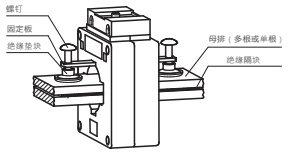
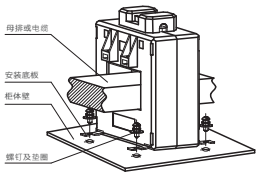

图19 母排固定式
图22 底板安装式
7.1 互感器的安装场所及方式符合第3条规定及图19~图22。